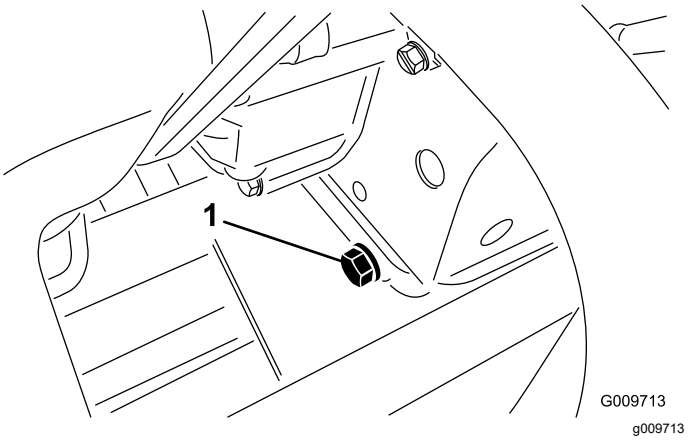

Figur 89
2. Fjern tappepluggen (Figur 89) og la oljen renne ut i en beholder.